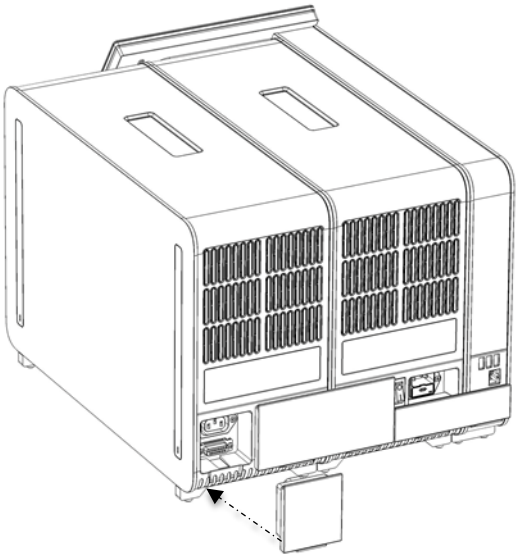

Figur 19. Tilkobling av terminalbroen.
7. Fest terminalbroen på baksiden av den analytiske modulen (figur 19).